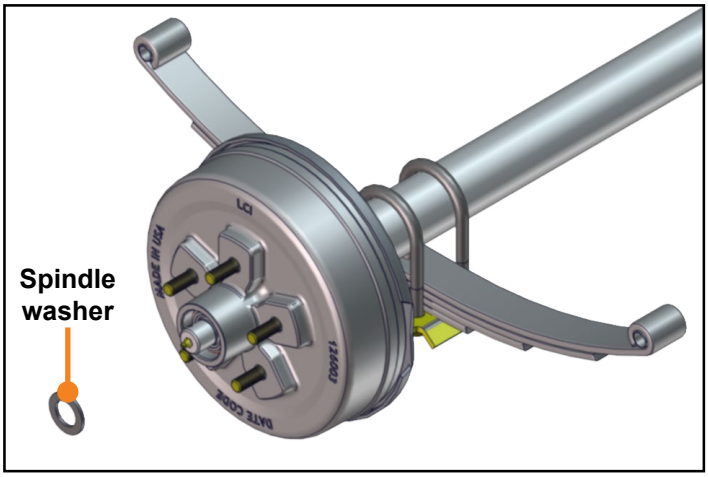

Fig.6
3. Remove the spindle washer from the spindle **(Fig. 6)**.